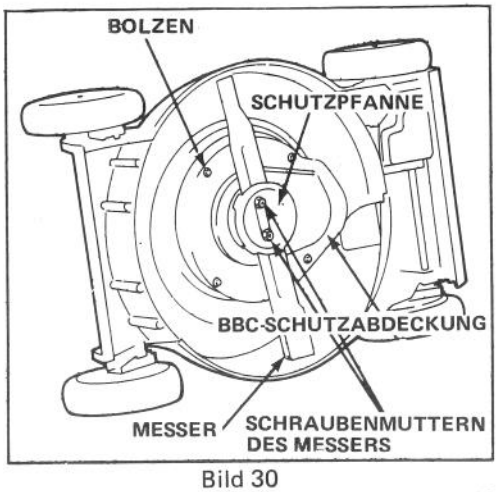

Bild 30
4. Die (2) Schraubenmuttern des Messers, Schutzpfanne, Messer, Abstandhalter, Rotierscheibe und (4) Bolzen, mit denen die BBC-Schutzabdeckung am Mäherkasten befestigt ist, entfernen (Abb. 30 und 31).